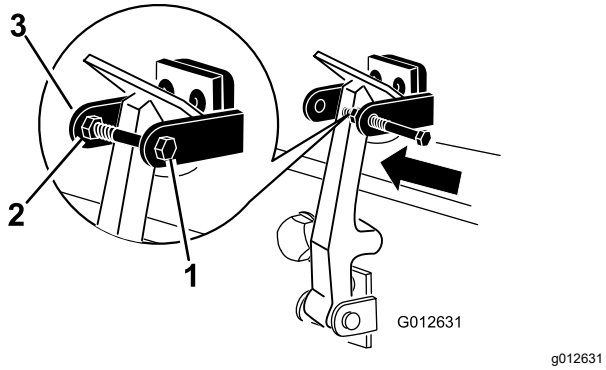

**Figure 18**
7. Vissez le boulon dans l'autre bras du support du loque pour bloquer le loquet en position (Figure 18).